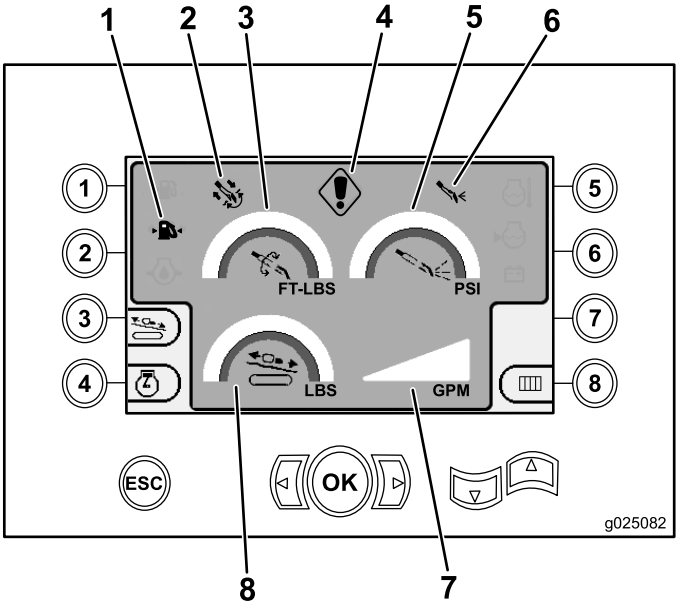

Figure 17
Cet écran indique le couple de rotation en pi-lb (ft-lb), la pression du fluide de forage en psi, la force du chariot en lb et le débit du fluide de forage en gpm (Figure 17).
- Avertissement de code d'erreur de forage et/ou de moteur (Figure 17)
- Avertissement de bas niveau de carburant (Figure 17)
- Fluide de forage activé (Figure 17)
- Forage automatique activé (Figure 17)